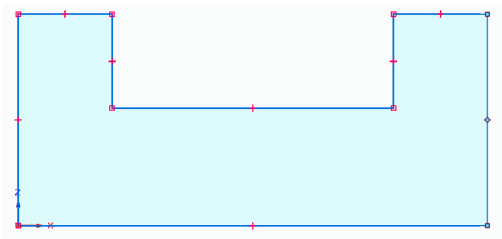

Figure 2-50 *Sketch after drawing the lines*
16. Choose the **Select** tool from the **Select** group of the **Home** tab to exit the **Line** tool. On doing so, the profile gets shaded indicating that it is a closed region. The sketch after drawing the lines is shown in Figure 2-50.